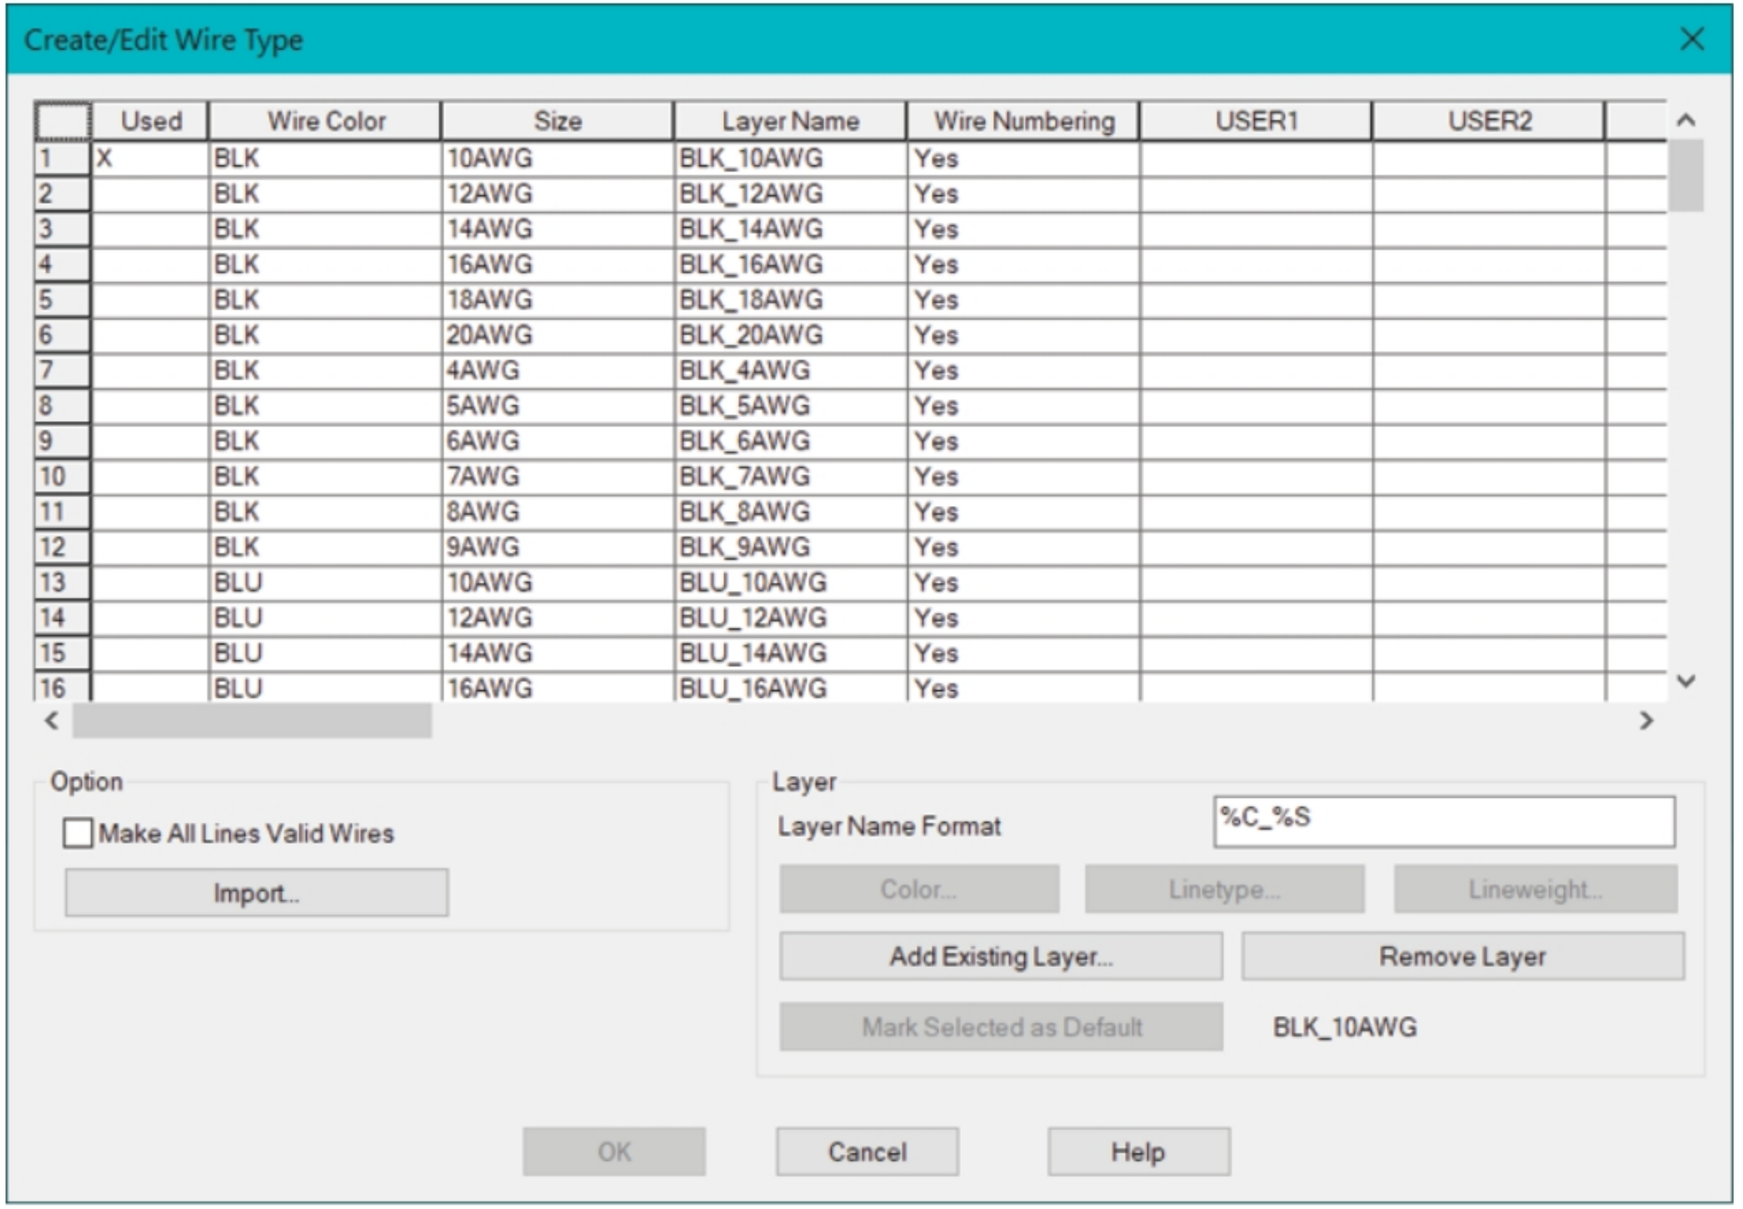

Figure-85. Create or Edit Wire Type dialog box
- Click on the **Create/Edit Wire Type** tool from the **Wire Type Editing** drop-down. The **Create/Edit Wire Type** dialog box will be displayed as shown in Figure-85.